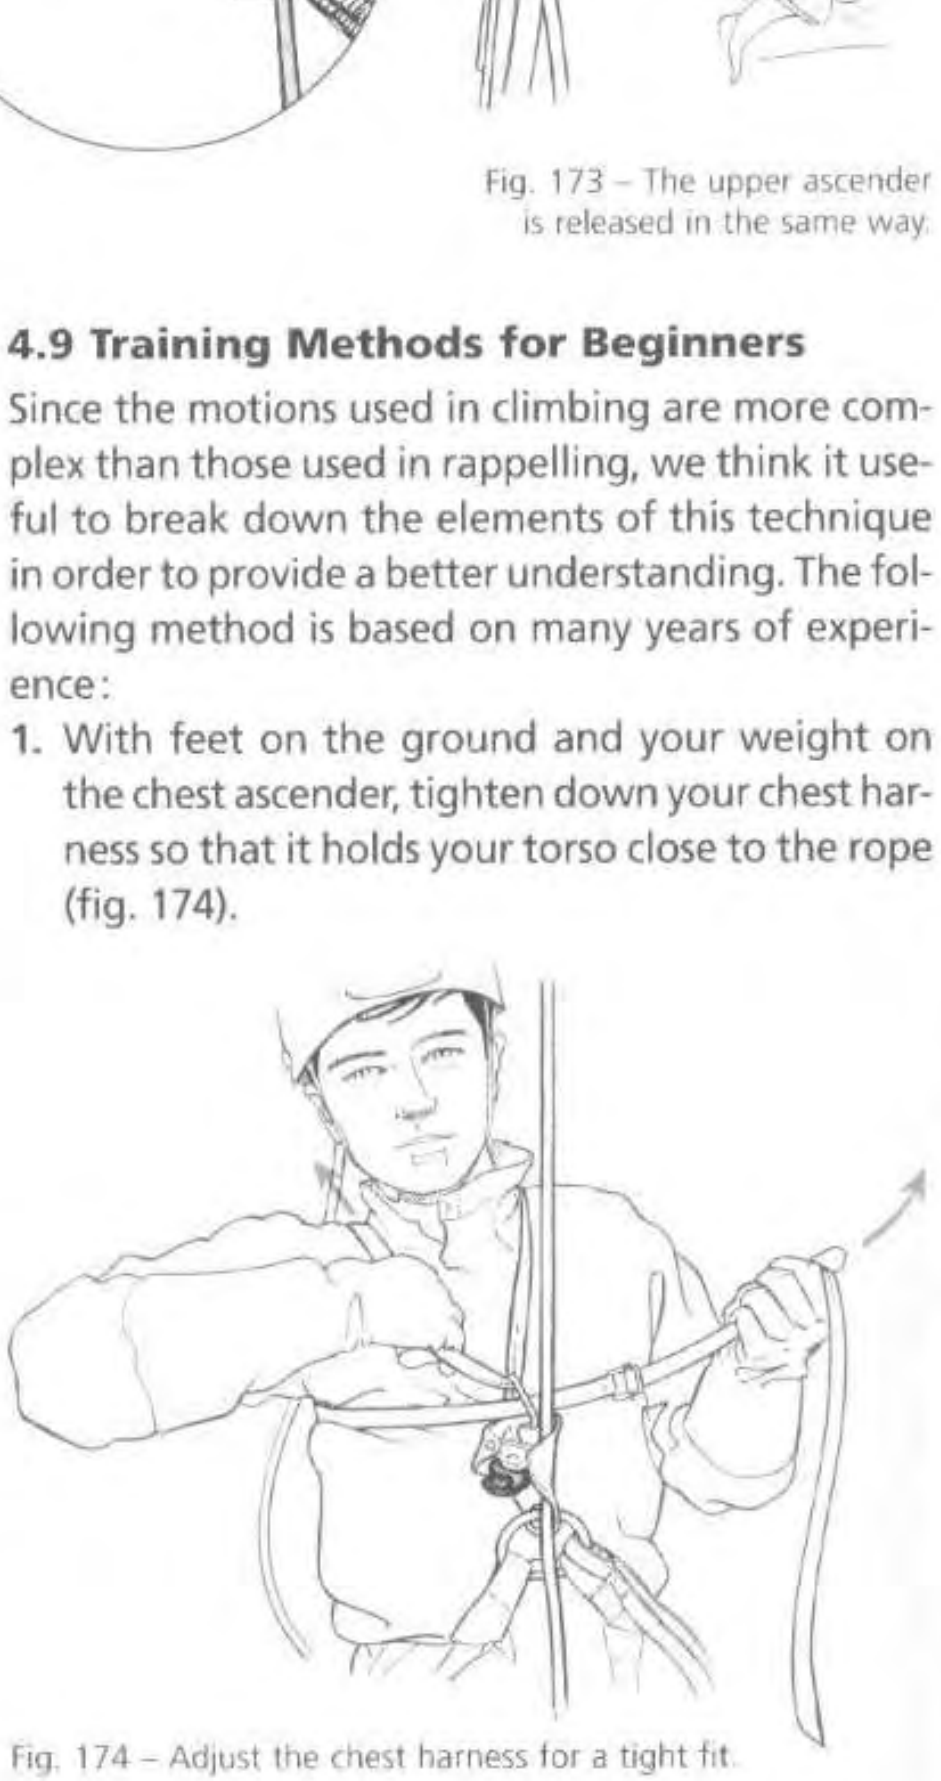

Fig. 174 – Adjust the chest harness for a tight fit.
1. With feet on the ground and your weight on the chest ascender, tighten down your chest harness so that it holds your torso close to the rope (fig. 174).